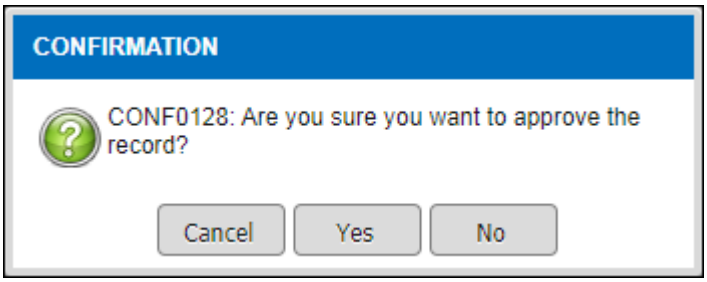

Figure 3.5-7 Save Record Alert Message
- *If click* No *button, record will not be approved and will not be proceed to approval process as shown in Figure 3.5-7.*